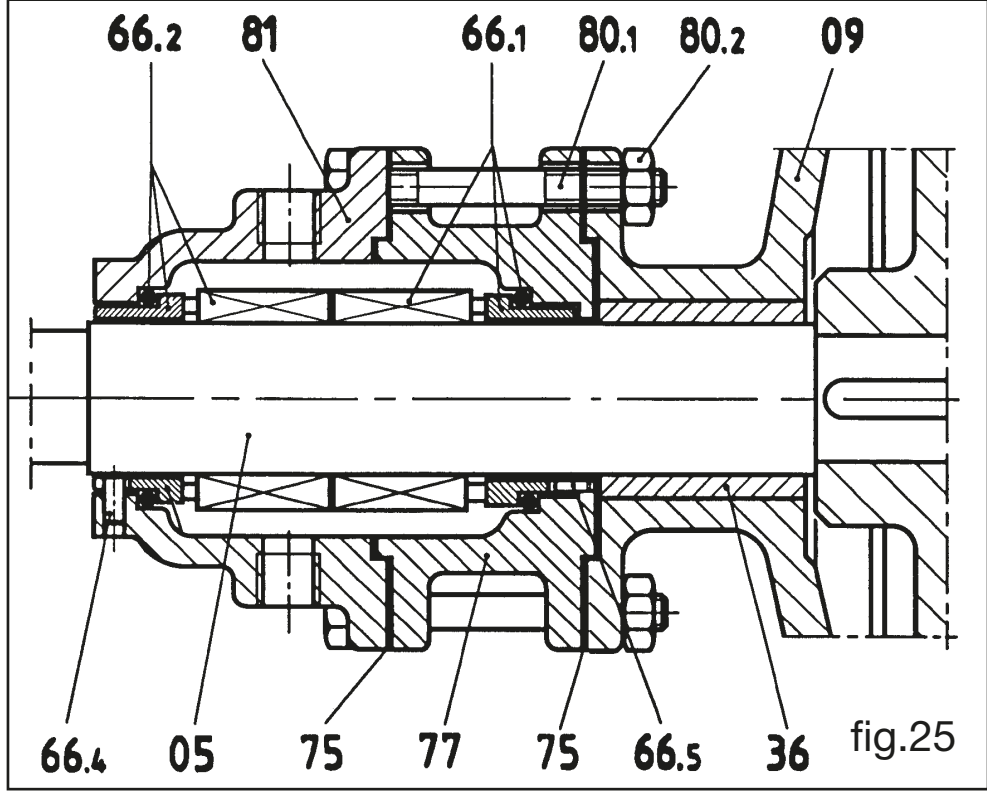
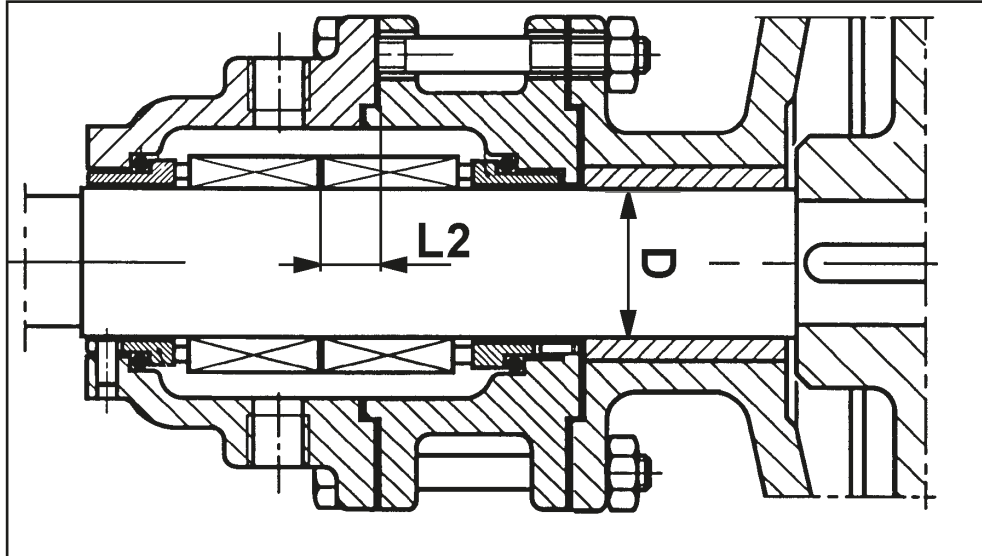

fig.25
fig.26
12.7 Montaje de la junta estanca mecánica doble ST8 (fig. 25)
- ☐ Introducir la brida-soporte (09).
- ☐ Montar el porta-junta estanca (77) con la parte fija de la junta estanca introducida (66.1).
Nota: La tabla indica el diámetro D del árbol y la distancia L2 entre la junta estanca (66.1) y el porta-junta estanca (77), con la brida-soporte (09) no bloqueada sino apoyada al reverso del rotor (fig. 26).
- ☐ Montar el porta-junta estanca (81) con la parte fija de la junta estanca (66.2) montada precedentemente.
- ☐ Montar la abrazadera externa de regulación (14) y bloquear el porta-junta estanca.